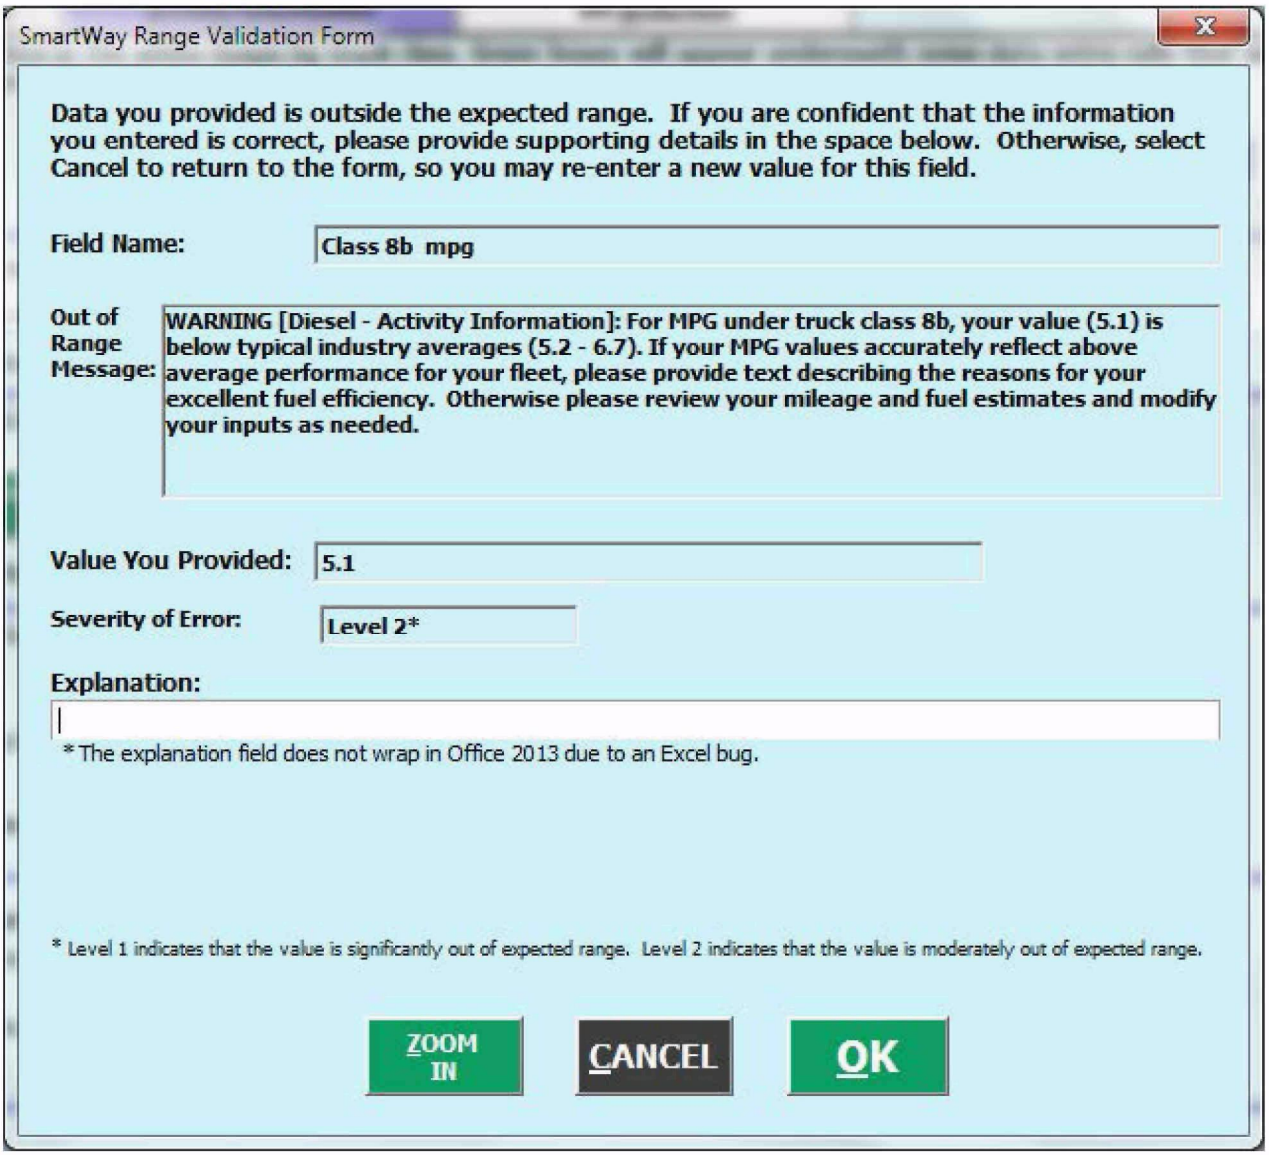

Figure 63: Validation Check – Example MPG Range Validation Form
- If any calculated MPG values are highlighted, you may revise these values by changing either “Total Miles Driven” or the number of gallons of the fuel type used. You may also double-click on the highlighted MPG cell to obtain a popup screen with additional information, as shown in **Figure 63**. This form presents the expected MPG range based on typical SmartWay Partner performance, as well as the calculated value for your truck class, and the “Severity” of the error identified. (Level 1 Severity indicates the value is significantly different from partner averages, while Level 2 Severity indicates a moderately out of range value.) If you believe this value is accurate, enter a brief summary in the text box explaining the reasons for the high/low MPG value and select OK to return to the **Activity Information** screen. (In this case your fleet will be flagged “Complete with Warnings” on the **Home** screen.) Otherwise select CANCEL to revise your total miles and/or gallons used.